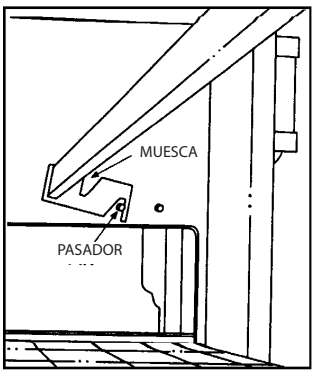

Figura 1
1. Antes de instalar los soportes de retención en los hornos, asegúrese de que se haya retirado todo el material de embalaje del recubrimiento de la cámara impelente. Coloque boca abajo los soportes de retención del distribuidor de calor para instalarlos y enganche el pasador de retención como se muestra. (**Consulte la Figura 1**).